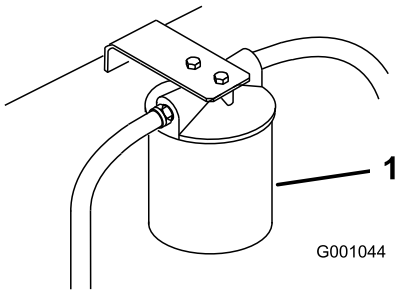

**Figuur 79**
3. Plaats een opvangbak onder het filter. Verwijder het oude filter en veeg de pakking van het filtertussenstuk schoon (Figuur 79).